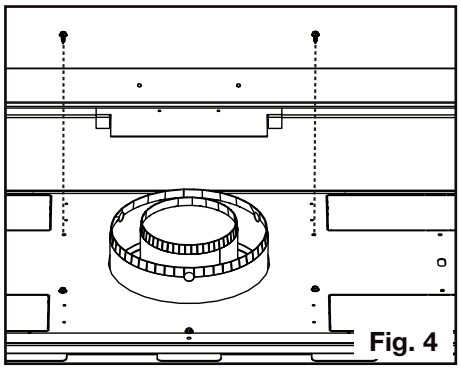

Fig. 4
4. Unscrew the fasteners as shown **(Figure 4)**. DO NOT DISCARD FASTENERS